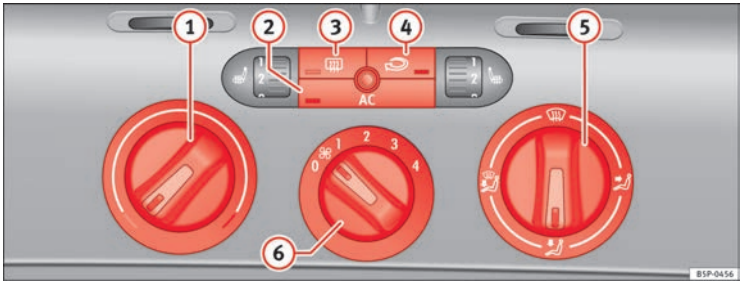

Abb. 130 In der Instrumententafel: Bedienelemente der Climatic
– Mit den Reglern ⇒ Abb. 130 (1) und (5) und mit dem Schalter (6) stellen Sie die Temperatur, die Luftverteilung und die Gebläsestufe ein.
– Drücken Sie die jeweilige Taste (2), (3) oder (4), um eine Funktion ein- oder auszuschalten. Bei einer eingeschalteten Funktion leuchtet die Kontrollleuchte unten an der Taste auf.
(1) Temperaturregler ⇒ Seite 170.
(2) Taste AC – Klimaanlage ein-/ausschalten ⇒ Seite 170
(3) Taste – Heckscheibenbeheizung. Etwa *20 Minuten* nach dem Einschalten wird die Beheizung automatisch ausgeschaltet. Sie lässt sich vorzeitig durch Drücken der Taste ausschalten.
(4) Taste – Umluftbetrieb ⇒ Seite 171
(5) Luftverteilungsregler ⇒ Seite 170.
(6) Gebläseschalter. Der Luftstrom ist in vier Stufen einstellbar. Das Gebläse sollte bei langsamer Fahrgeschwindigkeit immer auf der niedrigsten Stufe mitlaufen. ▶
– Schalten Sie die Klimaanlage mit der Taste ⇒ Abb. 130 AC ein.